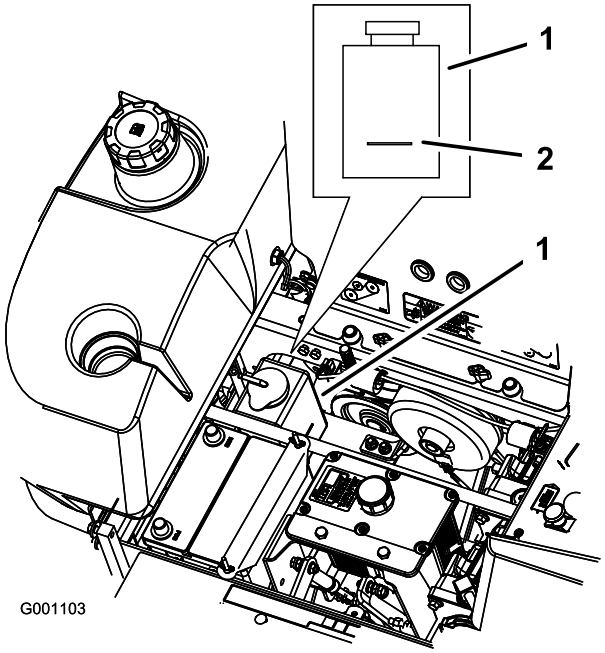

Figuur 64
3. Als de motor is afgekoeld, controleert u het peil van de overloopfles. De vloeistof moet tot aan de verdikking op de buitenkant van de overloopfles staan (Figuur 64).
4. Als het peil van de koelvloeistof te laag is, moet u de overloopfles bijvullen met een mengsel dat half uit antivries en half uit water bestaat (Figuur 64).
5. Vul de fles met dit mengsel tot aan de streep op de fles (Figuur 64).